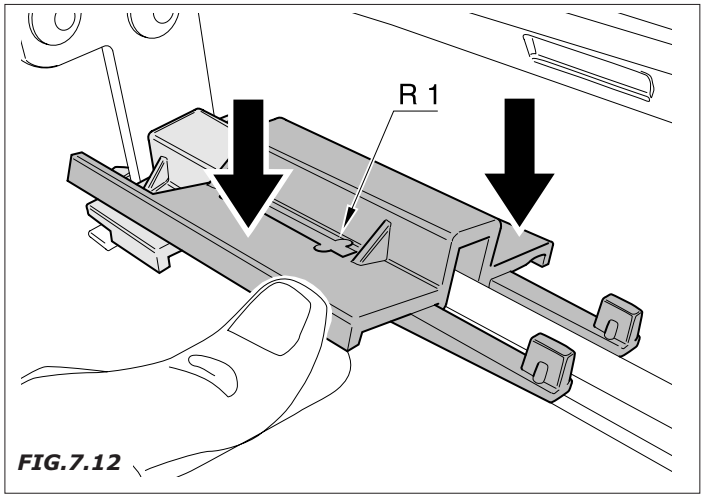

FIG.7.12
- Apoyen el detalle 05203515 según lo indicado en la figura y hagan coincidir la referencia R1 con el trinquete ref. N1 del detalle 05203415 *(Fig. 7.12).*